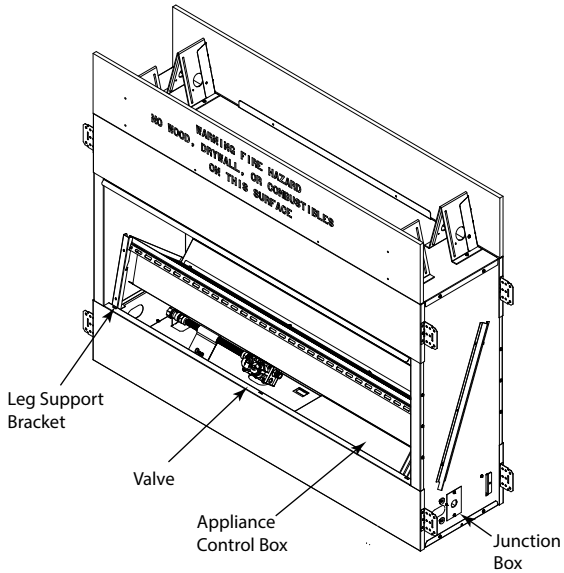

Figure 6.1. Appliance With Engine Lifted
The valve and controls are located in the appliance control box. See Figure 6.1.
The control box and controls can be accessed by lifting engine assembly as shown in Figure 6.1
- Lift the front of the burner assembly and place the two leg supports, provided under the Engine, against lower front space at the bottom of the face, and slide into the slots at the bottom of the engine assembly. See Figure 6.1.
- Recommended inlet pressure for optimal appliance performance: 7.0 in. w.c. (NG) 12.0 in. w.c. (Propane)